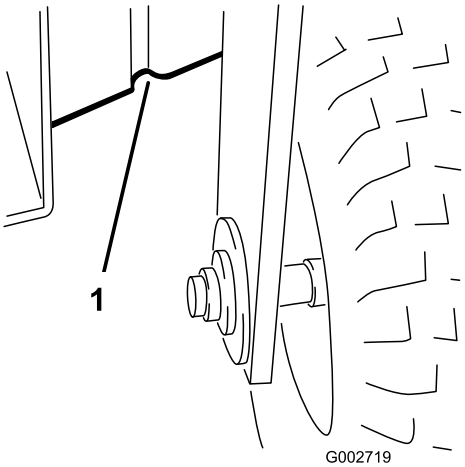

Figur 20
- Forrest – under stellet bag forhjulet (Figur 20).